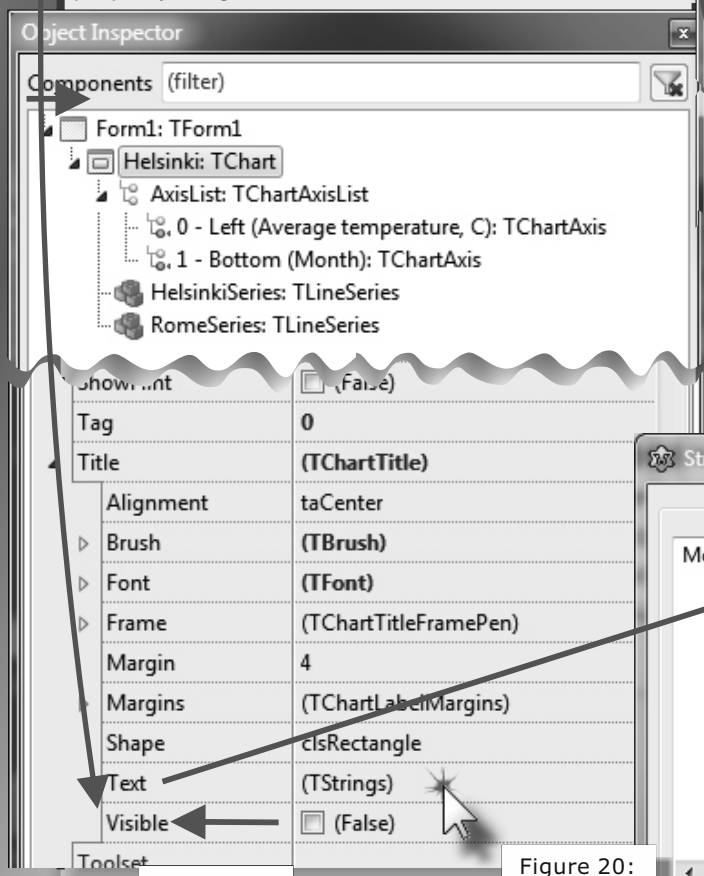

Figure 19:
- Add a title above the chart: go to the chart's property **"Title",** find the sub-property **"Text"** and enter "Monthly temperatures In Rome and Helsinki"; check **"Visible"** to show the title. *(See Figure: 19, 20).*